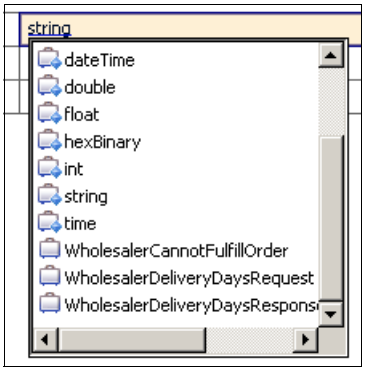

Figure A-18 Changing the type to wholesalerDeliverDaysRequest
9. In the Type column of the Input(s) row, click **string** to change the type of the input data type to `WholesalerDeliveryDaysRequest`, as displayed in Figure A-18.